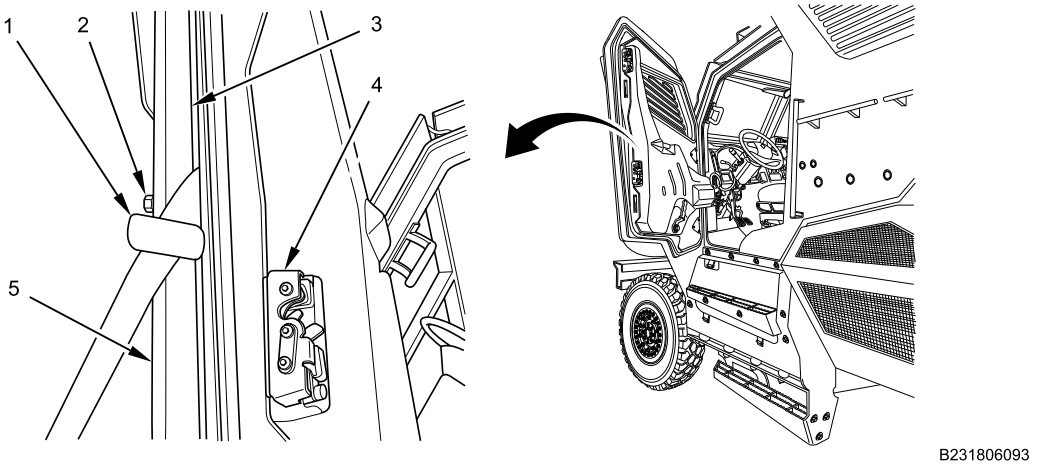

Figure 8. Door Armor Plate.
6. Using rolling head pry bar, remove loop end of lifting strap (Figure 8, Item 1) from around armor plate bolt (Figure 8, Item 2) between door (Figure 8, Item 3) and door armor plate (Figure 8, Item 5) near lower door latch plate (Figure 8, Item 5).